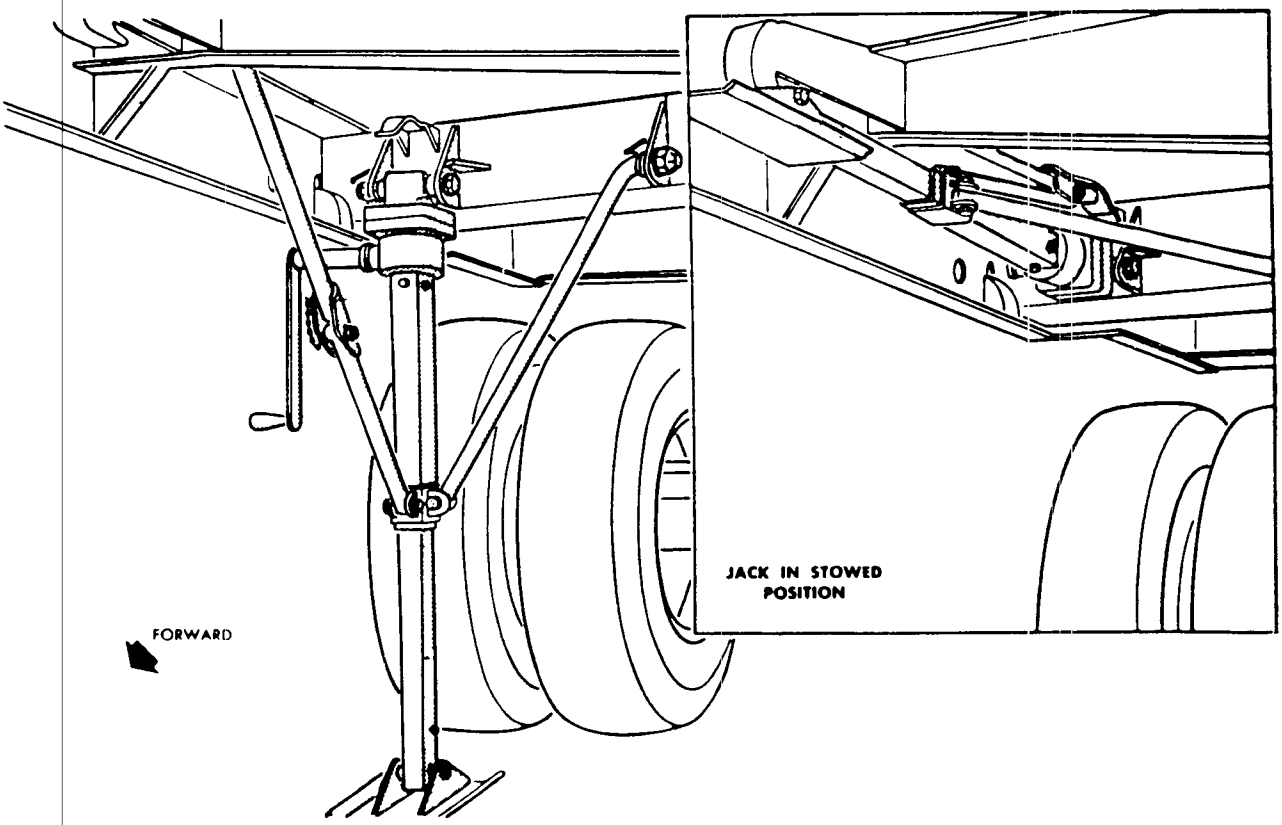

*Figure 204. Trailer jacks.*
*d. Jacking Up Trailer* (fig. 204).